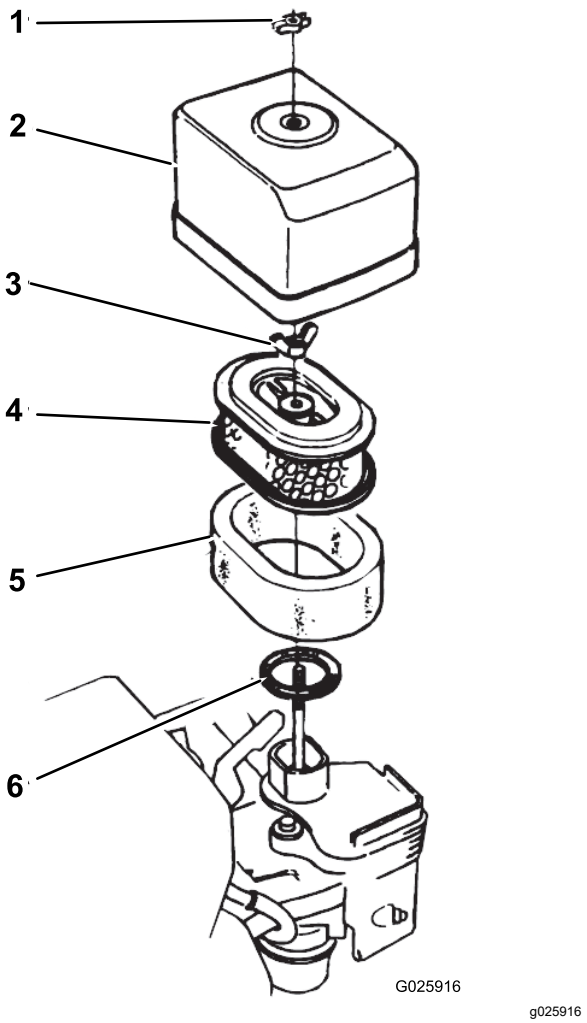

**Рисунок 30**
2. Удалите гайку-барашек, которая крепит крышку воздухоочистителя, и снимите крышку (Рисунок 30).
5. Установите крышку воздухоочистителя на воздухоочиститель с помощью гайки-барашка(Рисунок 30).
1. Удалите гайку-барашек, которая крепит крышку воздухоочистителя, и снимите крышку (Рисунок 30).
2. Удалите гайку-барашек, которая крепит воздушный фильтр, и снимите фильтр (Рисунок 30).
3. Снимите элемент воздушного фильтра из поролона с бумажного элемента (Рисунок 30).
1. Установите элемент воздушного фильтра из поролона на бумажный элемент (Рисунок 30).
2. Осмотрите прокладку на наличие износа и повреждений (Рисунок 30).
3. Убедитесь, что прокладка установлена на впускном отверстии карбюратора (Рисунок 30).
4. Установите элементы воздушного фильтра на карбюратор при помощи гайки-барашка(Рисунок 30).
5. Установите крышку воздухоочистителя на карбюратор при помощи гайки -барашка (Рисунок 30).